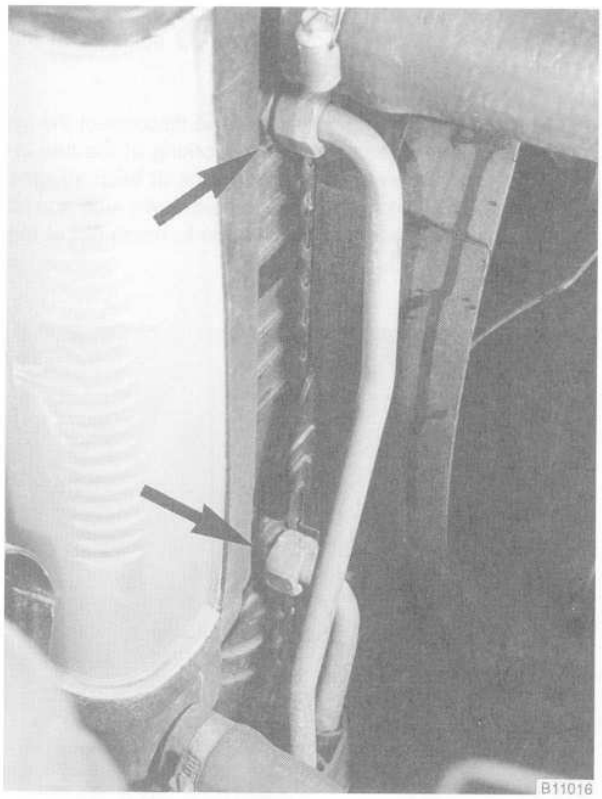

Fig. 10. ATF cooler lines at left side of radiator (**arrows**).
6. On cars with automatic transmission, disconnect the ATF cooler lines from the radiator. See Fig. 10. Cap off the open lines. Remove the front and rear brackets holding the cooler lines to the engine block.